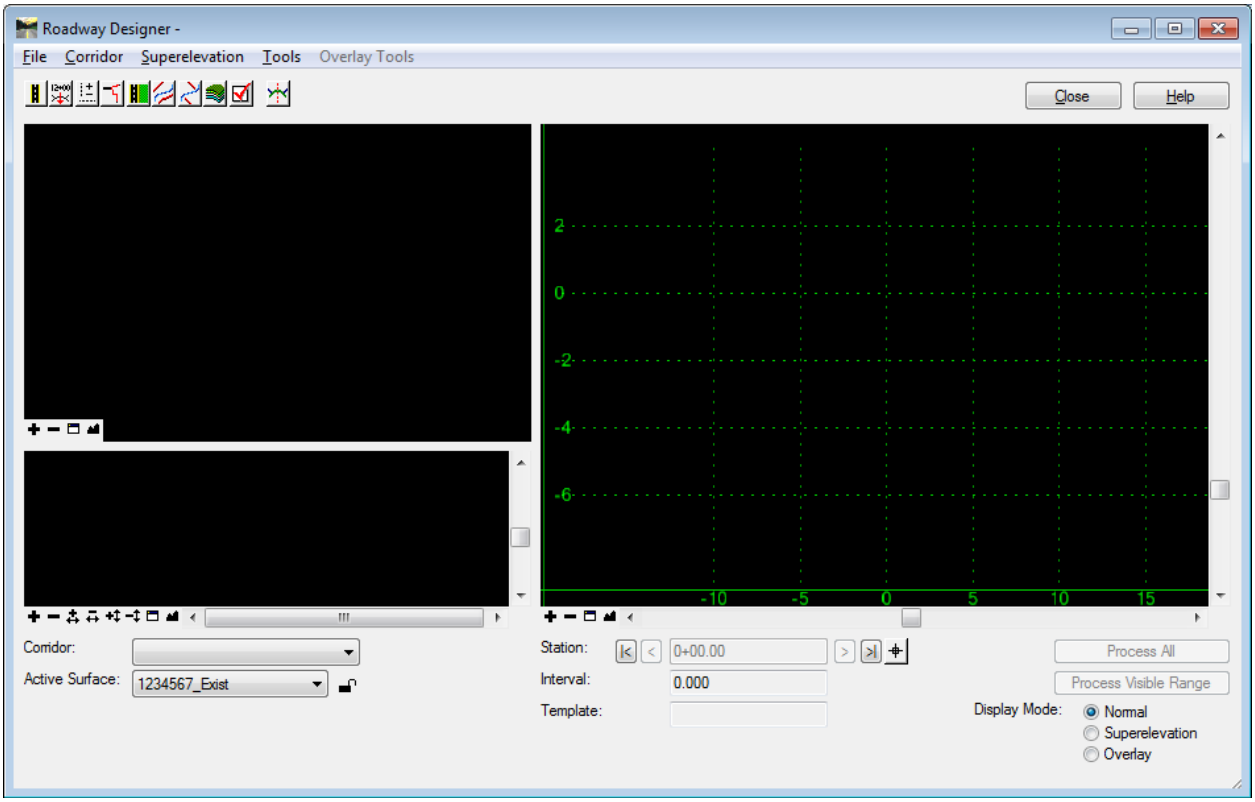

Figure L8-2 Roadway Designer
9.	**Open the Roadway Designer.** • Select **Modeler ► Roadway Designer**. The **Roadway Designer** Window opens as shown in *Figure L8-2*.